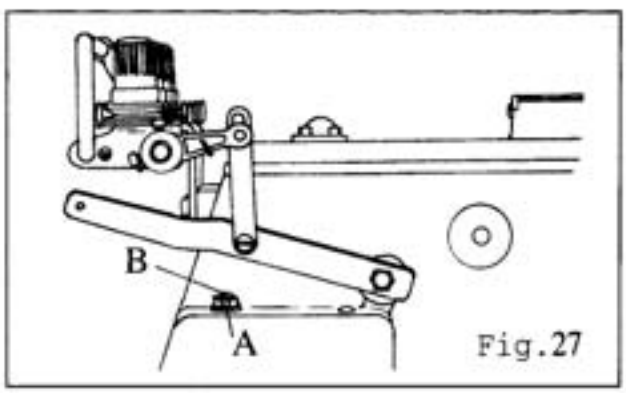

Fig.27
欲提升或降低押脚,可先放松螺母(A)再以内六角扳手调整螺丝(B),螺丝(B)调高则押脚高度降低,调低则押脚高度升高。（图27）
If you want to adjust the height of Presser Foot, Loosen the nut (A), turn the screw (B) higher by hexagon wrench to decrease the height. On the contrary, turn the screw (B) lower to icrease the height. (Fig 27)